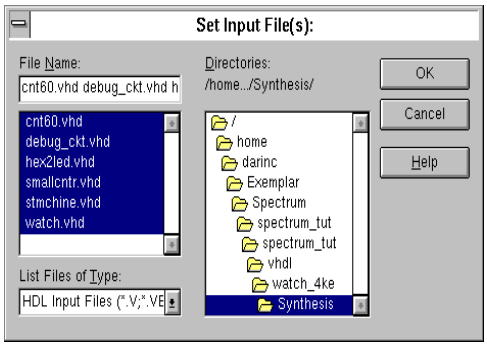

Figure 1-7 Set Input File(s) window
5. Add the files to the Open files box by clicking on the open files icon to the right. The Set Input File(s) window will be shown as in the following figure 1-7. By default Verilog and VHDL files will be displayed. You can select the files by left mouse clicking and using a combination of either holding the left mouse button down and highlighting all files at once, using the left mouse button along with the shift-key and / or ctrl-key.